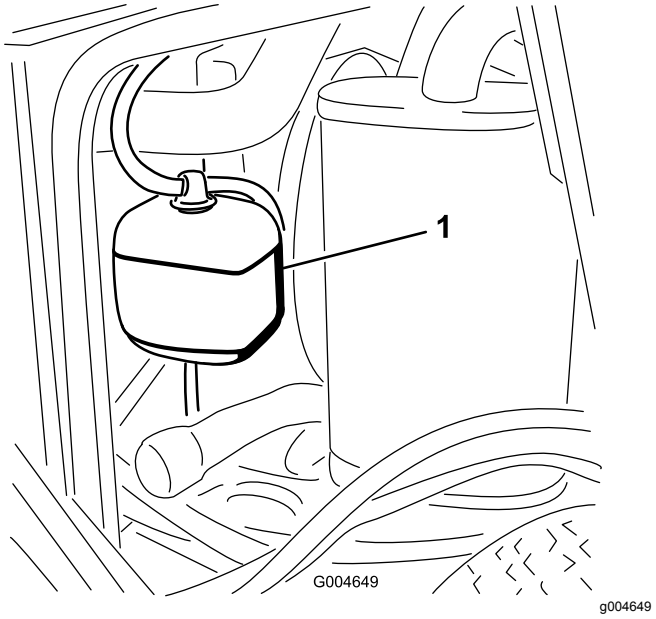

Rysunek 43
1. Sprawdź poziom płynu chłodzącego w zbiorniku wyrównawczym (Rysunek 43).